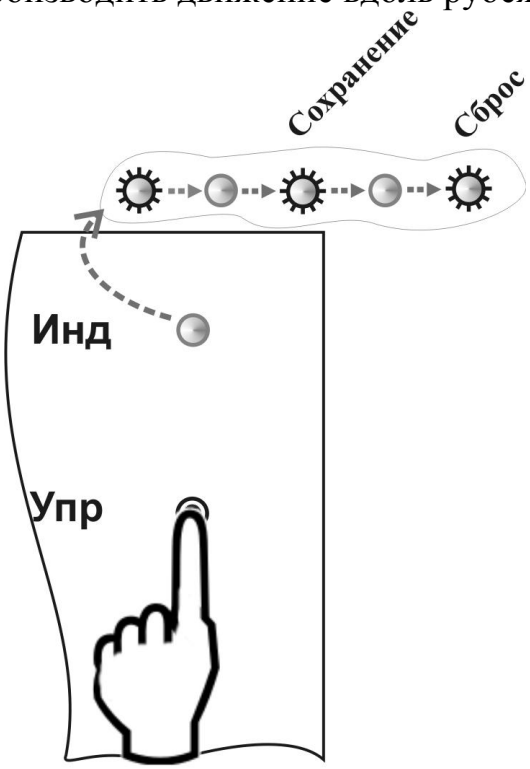
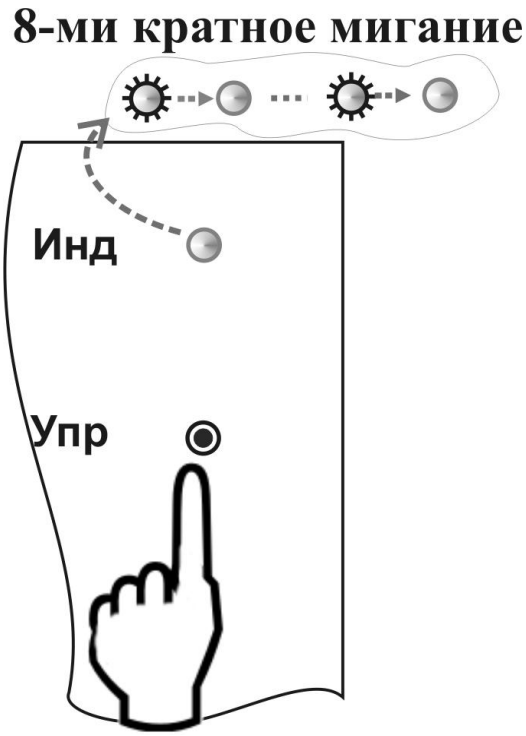

Рис. 11.4
Рис. 11.5
11.4.7 При завершении установки порогов*, нажать и удерживать соответствующую кнопку до второго включения индикатора (см. рис. 11.4). После чего отпустить кнопку. Прерывистое восьмикратное свечение индикатора при отпускании (см. рис. 11.5) кнопки означает, что данные сохранены.